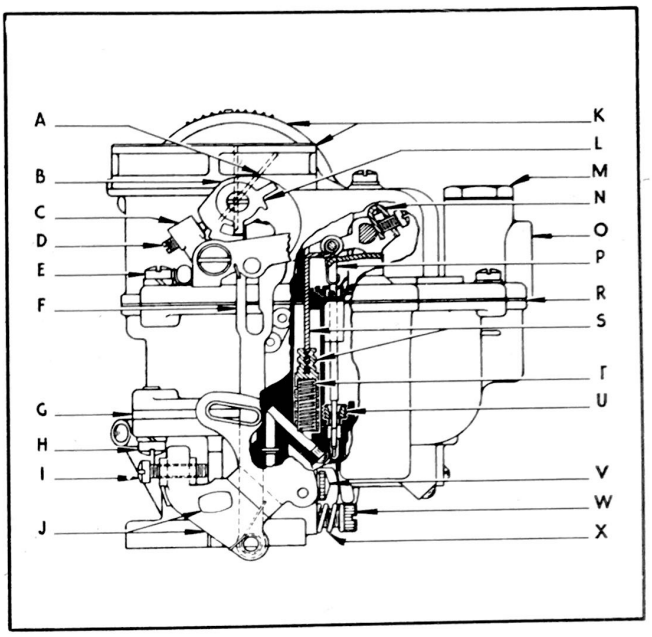

Figure 46
18. Install vacuum piston spring and vacuum piston assembly (see Fig. 46).